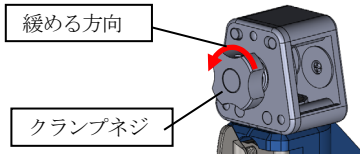

図 15
・①Ⅱ-4 コンパクトヘッドホルダーⅡのクランプネジを緩める場合、操作に抵抗を感じた時点で操作を止めてください(図 15)。クランプネジには部品が外れないよう加工が施されていますが、クランプネジを緩めすぎるとねじ部の固着による操作不良や、加工部の破壊による部品脱落の恐れがあります。